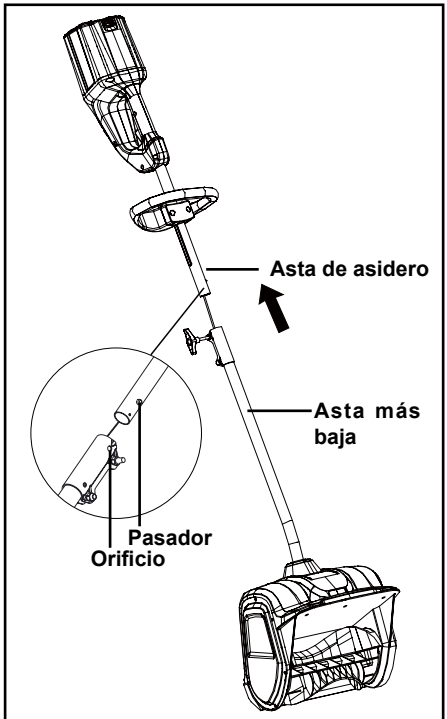

Fig. 2
• Alinee el perno del tubo de la empuñadura y el agujero del tubo inferior. (Fig. 2).